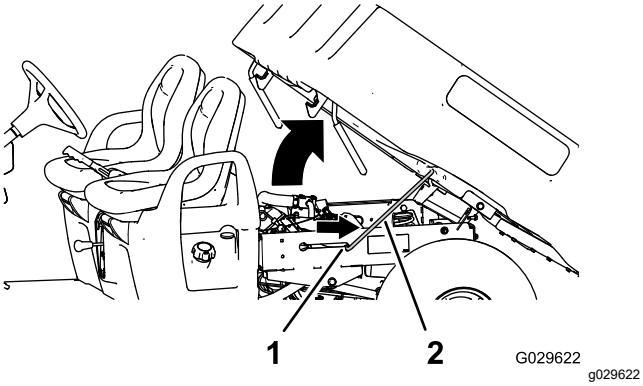

Figur 14
2. Træk støttepinden ind i den forsænkede åbning for derved at fastgøre ladet (Figur 14).
2. Træk støttepinden ud af den forsænkede åbning (Figur 14).
3. Sænk ladet, indtil det låses sikkert på plads (Figur 14).